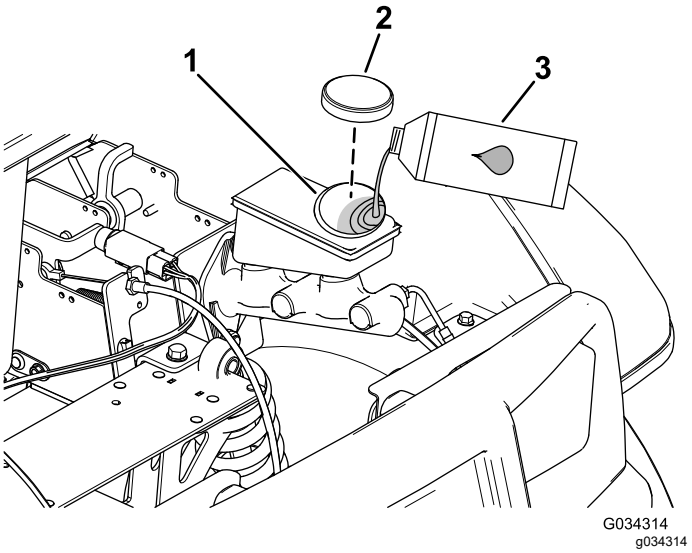

Figur 64
4. Løft motorhjelmen for at få adgang til hovedbremsecylinderen og beholderen (Figur 64).
A. Rengør området omkring beholderdækslet, og tag dækslet af (Figur 64).
C. Sæt beholderens dæksel på (Figur 64).